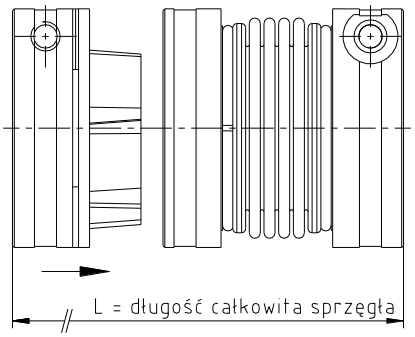

rysunek 15:
- Zmierzyć długość L (patrz rysunek 15) tak złożonego sprzęgła i określić wymiar montażowy (L - H = wymiar montażowy).